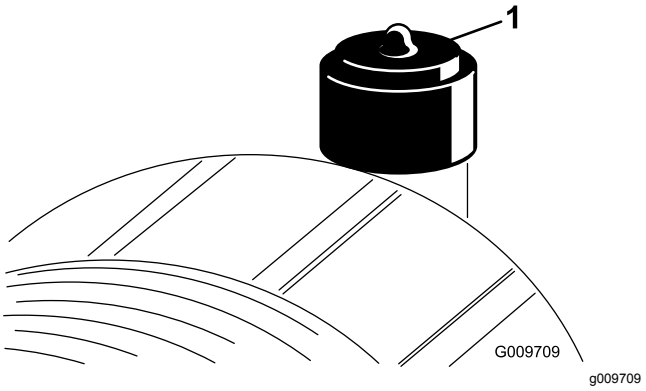

Figur 44
- Udskift luftfilterindsatsen, når advarselslampen for luftfilter (Figur 44) lyser rødt. Undgå overdreven rensning af luftfilterindsatsen.